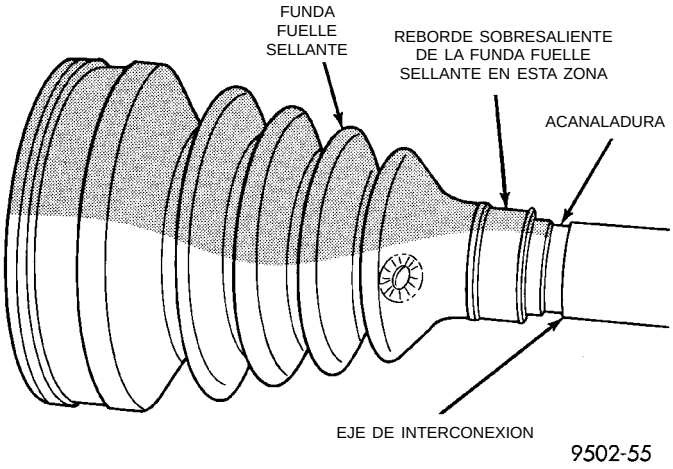

Fig. 30 Instalación de la funda fuelle sellante en el eje de interconexión
(1) Deslice la abrazadera de retención de la funda fuelle sellante de la articulación de tipo Tripod interna, en el eje de interconexión. Luego deslice la funda fuelle de la articulación de tipo Tripod interna de recambio en el eje de interconexión. **La funda fuelle sellante de la articulación de tipo Tripod interna SE DEBE emplazar en el eje de interconexión, de modo que el reborde sobresaliente del lado interior de la funda fuelle sellante esté en la acanaladura del eje de interconexión (Fig. 30).**